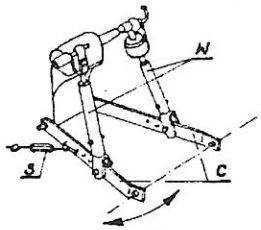

Rys. 5
- wypoziomuj wstępnie pług w kierunku poprzecznym regulując długość wieszaków (W) układu hydraulicznego ciągnika **(Rys.5).**
- sprawdź głębokość orki oraz wypoziomowanie ramy w kierunku podłużnym i poprzecznym. Sprawdzianem wypoziomowania pługa w kierunku poprzecznym jest prostopadłość grządzieli (również ścian bocznych rdzeni) do powierzchni pola. Jeśli ustawienie pługa nie odpowiada wybranej głębokości skoryguj głębokość za pomocą wrzeciona koła i ewentualnie łącznika górnego ciągnika. Wypoziomuj pług w kierunku poprzecznym za pomocą wieszaków ciągnika **(Rys.5).**